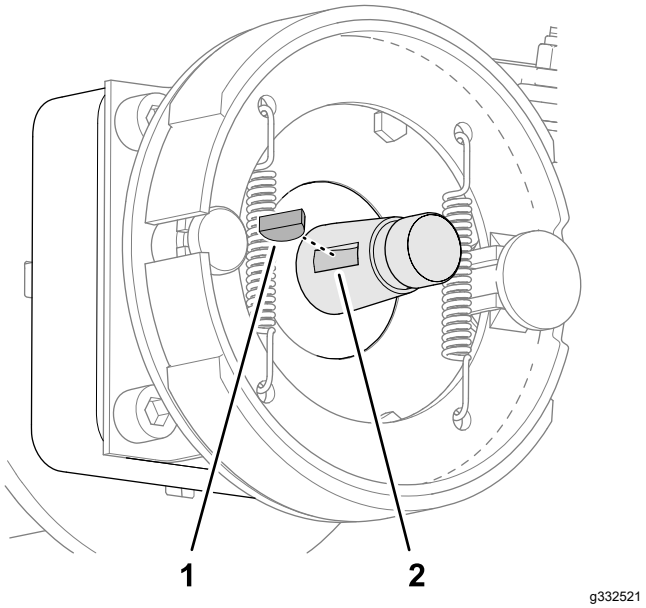

**Figur 63**
5. Ta bort woodruffkilen från hjulmotoraxeln (Figur 63).